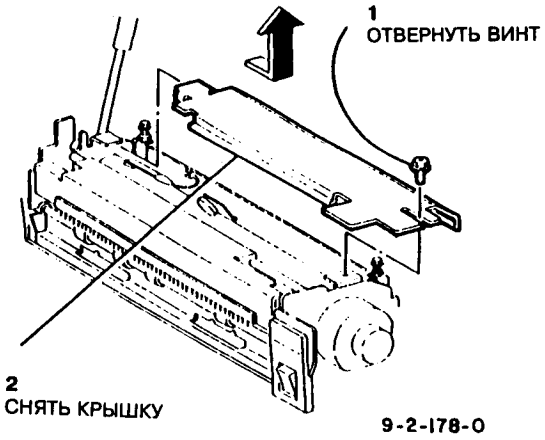

Рис.2 Снятие крышки фьюзера
6. Снять крышку фьюзера (рис.2).